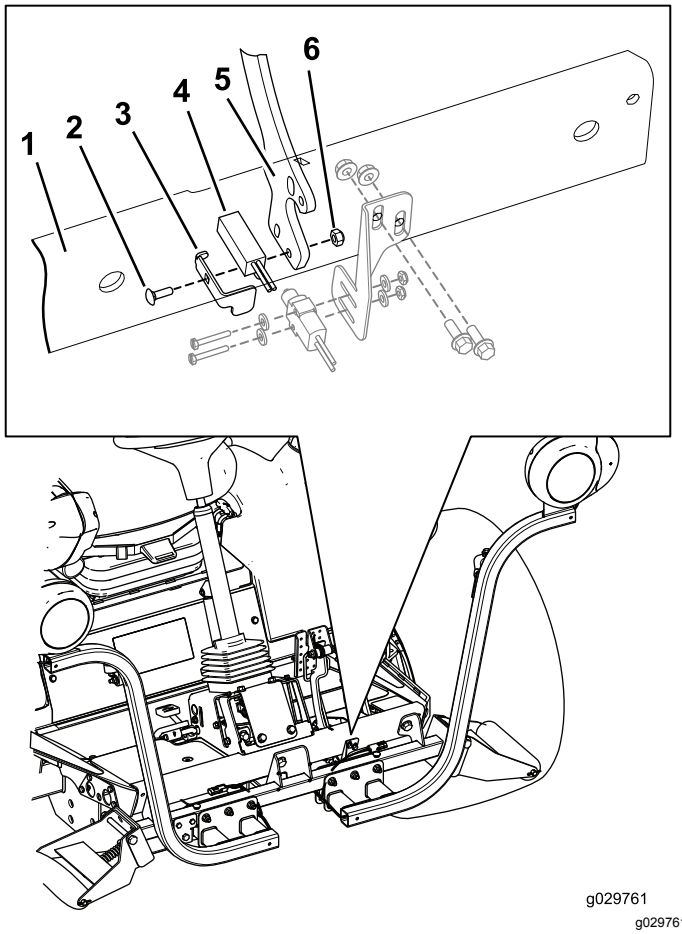

Figur 16
1. Demonter nærhetssensorenheten på bremsepedalspaken (Figur 16) og sett til side alle delene bortsett fra nærhetssensoren.
2. Monter nærhetssensorenheten til bremsespaken ved å bruke låsebolten (nr. 10 x 5/8 tomme), bremsesensorplaten, nærhetssensoren og låsemutteren (nr. 10) som vist i Figur 16.